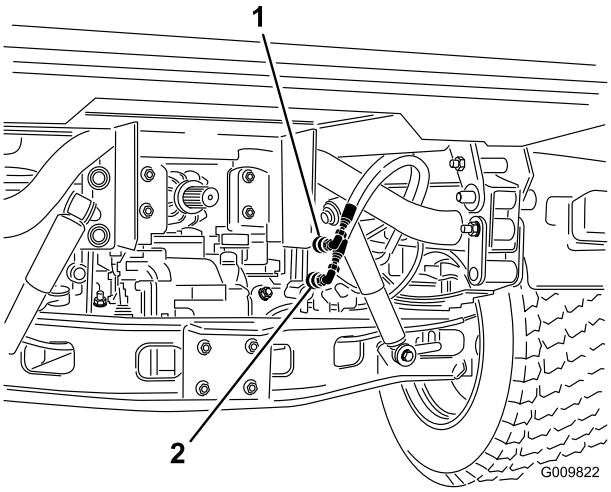

Figuur 16
2. Bij voertuigen met serienummer 240000001 & hoger dient u de twee hefcilinderslangen los te koppelen van de slangen die aan de koppelbeugel bevestigd zijn (Figuur 16). Breng kapjes aan op de snelkoppelaars van de cilinderslang.